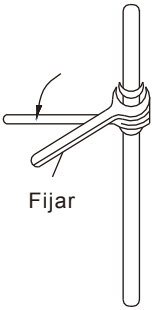

Fig. 15
- Al conectar conectores abocinados, los dos tubos deben estar alineados con el mismo centro. Coloque la tuerca y atorníllela, y luego ajústela con dos llaves, vea la Fig.15.